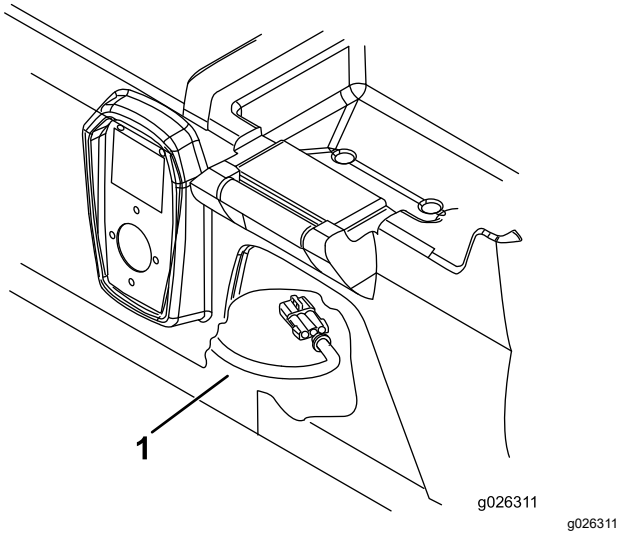

**Figura 3**
1. Scollegate il connettore del cablaggio preassemblato del caricabatterie da sotto la base del sedile (Figura 3).